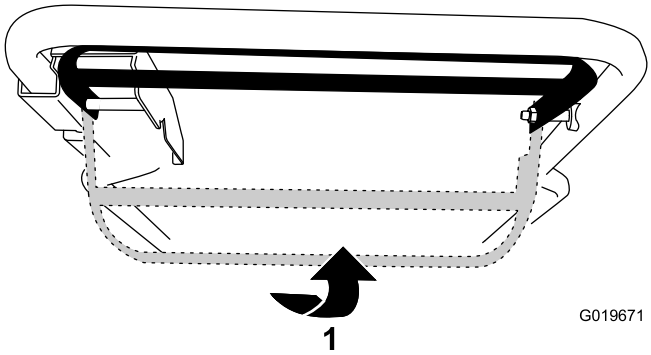

Figur 20
- Løft styrebøjlen op til håndtaget for at betjene selvkørselsdrevet uden at indkoble skæreknivene (Figur 20).
- Skub styrebøjlen helt til højre, og løft den op til håndtaget for at betjene selvkørselsdrevet og indkoble skæreknivene (Figur 20).